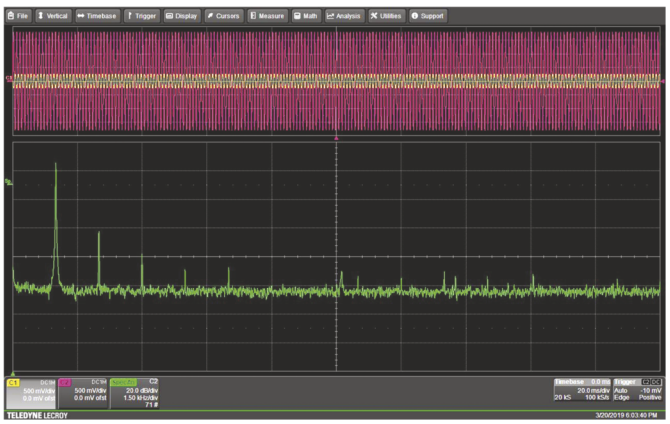

**FIGURE 7.50** (Step 16) FFT of output sine wave at 0.5 $V_{pp}$ and 1 kHz. If the harmonics are still very low, then you have made a clean, linear amplifier. ⏎
16. **Checking distortion of sine wave from a BJT amplifier.** Now, look at the FS of the *output*. (See Fig. 7.50). How does that FS compare to that of the input?
For a perfect sine wave there should be one frequency, but there may be some small harmonics. Are there? In fact, MOSFET amplifiers are not all that linear – they are less linear than BJT amplifiers. If you built the BJT amplifier, compare your results to those shown in Step 16, Fig. 7.50. Qualitatively, what is the difference between the spectrum in Fig. 7.50 to your spectrum?